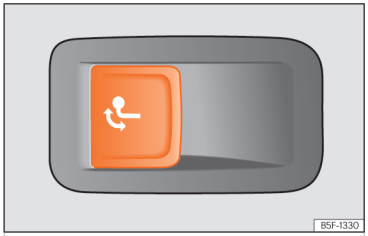

Abb. 204 Auf der linken Seite im Gepäckraum: Taste zur Entriegelung der Anhängerkupplung.
- Ziehen Sie kurz an der Taste ››› **(Abb. 204)**. Die Anhängerkupplung wird automatisch entriegelt und dreht selbsttätig heraus. Die Kontrollleuchte der Taste blinkt.
- Ziehen Sie kurz an der Taste ››› **(Abb. 204)**. Die Anhängerkupplung wird elektrisch entriegelt.
- **Drücken Sie keinesfalls die Taste ››› (Abb. 204), wenn ein Anhänger oder ein Gepäckträger oder anderes Zubehör auf der Anhängerkupplung eingehängt ist.**